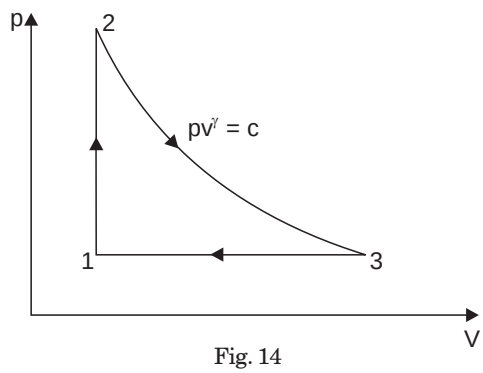

Fig. 14
29. An ideal cycle is shown in the Fig. 14. Its thermal efficiency is given by